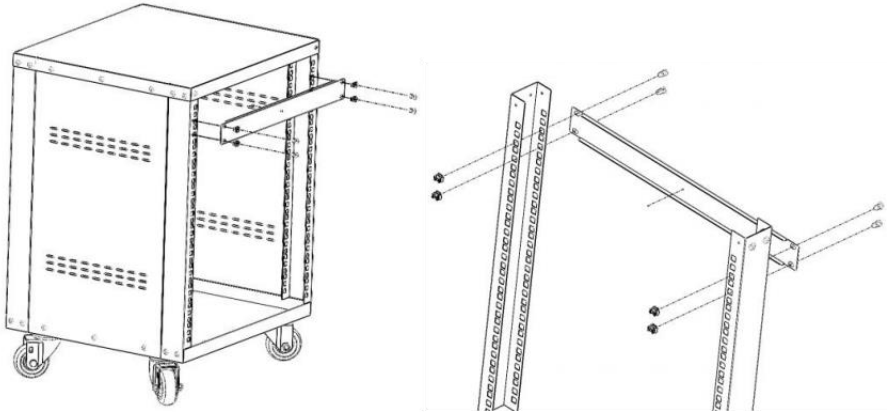

Figure 5
5. Place 1U aveugle panneau l (⑤) sur le support . Fixez-le avec les 4 pièces M 6 cage noix (⑧) et 4 pièces M6*12 vis à tête cruciforme (⑨) . Voir figure 5 .